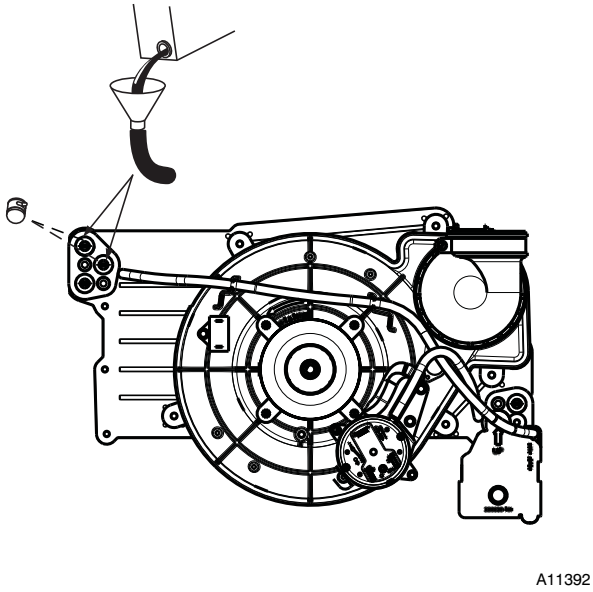

Fig. 66 – Priming Condensate Trap
4. Remove the top unused rubber plug from the port on the collector box opposite the condensate trap. See Fig 66.
9. Remove the middle unused rubber plug from the port on the collector box opposite the condensate trap. See Fig. 66.